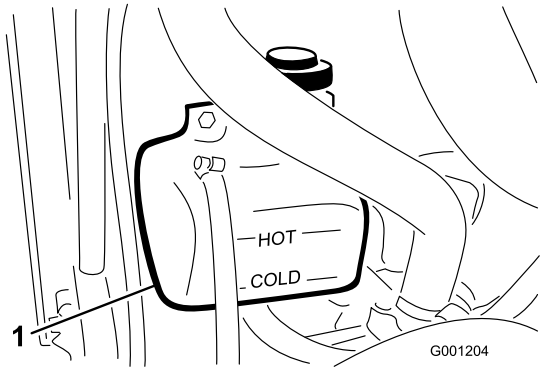

Figur 24
1. Kontroller kølevæskestanden i ekspansionsbeholderen (Figur 24).